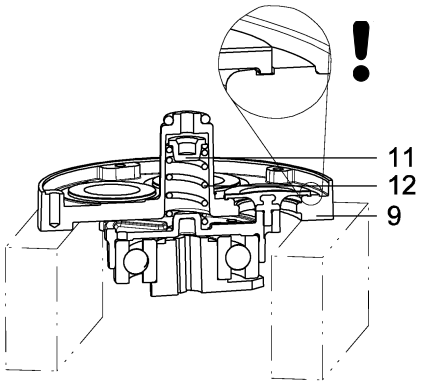

Fig. 6:
2. As shown in Fig. 6, place diaphragm receiver (**9**) on a suitable surface.